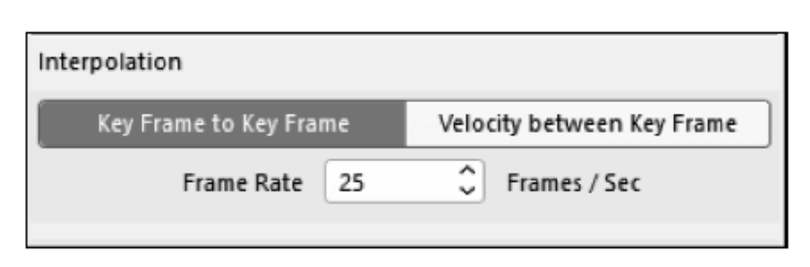

图 1-351　插值设置
② 按钮 ⏮ ：用于将电影倒回初始关键帧；按钮 ⏮ ：跳转到序列中上一个关键帧的开头。按钮 ⏭ ：跳转到序列中下一个关键帧的开头。
③ 插值设置。用于在一个关键帧和下一个关键帧之间创建无缝流的插值样式，以及播放帧的速率。Altium Designer 可以使用两种类型的插值，可以选择在两者之间切换，如图 1-351 所示。